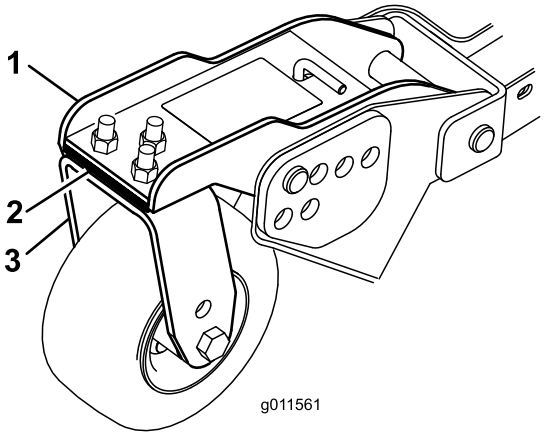

Figuur 27
3. Stel de opvulstukken (3 mm) op de voorste zwenkwielarm(en) in naargelang de maaihoogtesticker (Figuur 27) .